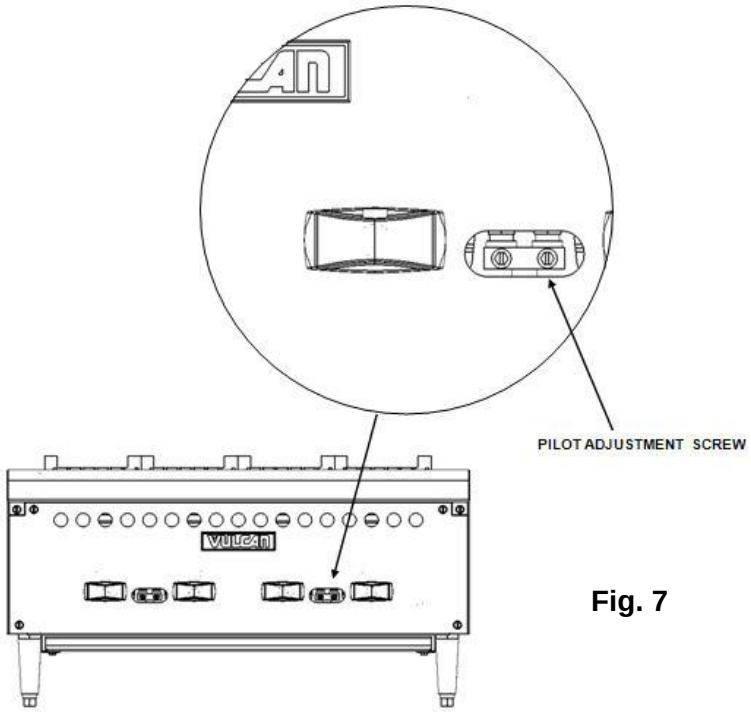

Fig. 7
2. Remove the top grates and radiants. Turn the main gas shut-off valve ON. Light pilots using a lit taper .Adjust the pilot valve screw (See Fig. 7 on page 9)until the pilot flame has a a slight yellow tip.
Using a flathead screwdriver, turn the slotted hex-head pilot adjustment screw clockwise to decrease the flame, and counterclockwise to increase the flame. See Fig. 7.